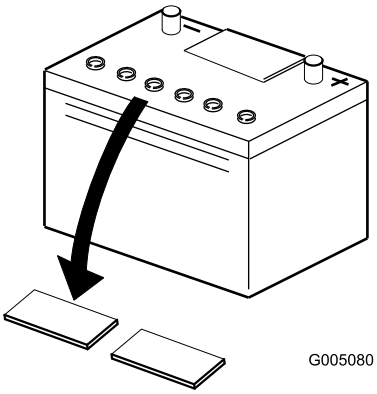

**Figur 6**
2. Rengør batteriet ovenpå, og fjern ventilationshætterne (Figur 6).